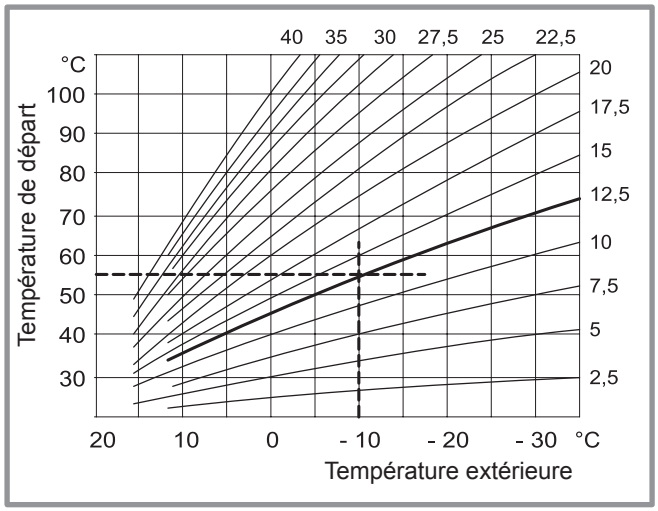

Figure 35 - Pente de chauffage
Voir Figure 35, page 32.
- Choisir la pente de la courbe de chauffe selon la méthode décrite au paragraphe "Réglage de la pente de chauffage". Voir Figure 35, page 32.